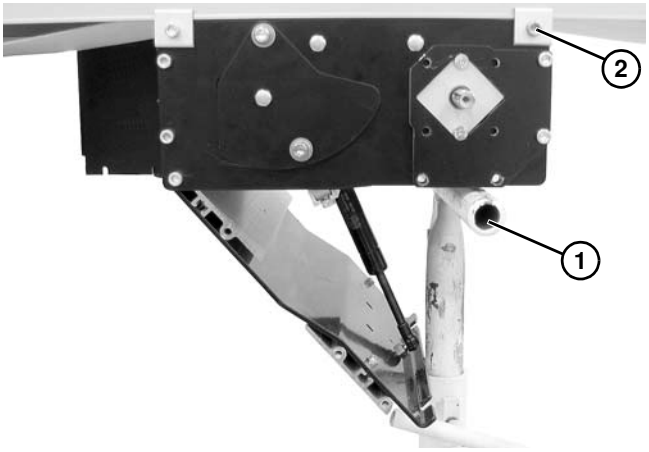

Abbildung 38
1. Eine temporäre Stütze **(Abbildung 38, Teil 1)** unter dem Antriebsmodul aufstellen.
2. Klemmschrauben **(Abbildung 38, Teil 2)** auf jeder Seite des Moduls lösen. Modul abnehmen.